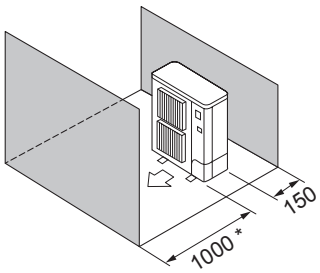

Fig. 2-11
(5) Solo ostacoli anteriori e posteriori (Fig. 2-11)